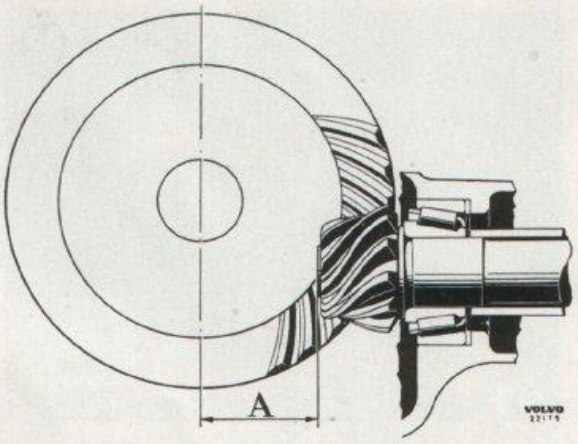

Bild 5-23. Pinjongens läge
6. Pinjongen skall ha ett visst nominellt mått (A bild 5-23) till kronhjulets centrumlinje. På grund av toleranser i tillverkningen uppstår avvikelser från det nominella måttet. Detta anges på det slipade planet på pinjongen med en siffra försedd med plus- eller minustecken. Står det plustecken framför siffran skall det nominella måttet ökas och vid minustecken minskas det nominella måttet. Den på pinjongen angivna siffran anger avvikelsen i tusendels tum och måste vid justeringen först omräknas till mm, se förvandlingstabell.